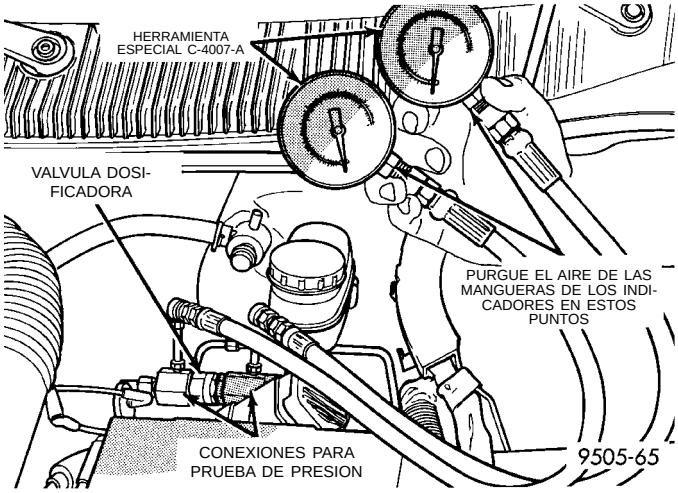

Fig. 28 Indicadores de presión instalados en las conexiones para prueba de presión
(8) Instale un Indicador de presión, Herramienta especial C-4007-A en cada conexión para prueba de presión (Fig. 28). Purgue en el indicador de presión el aire de la manguera conectada entre la conexión para